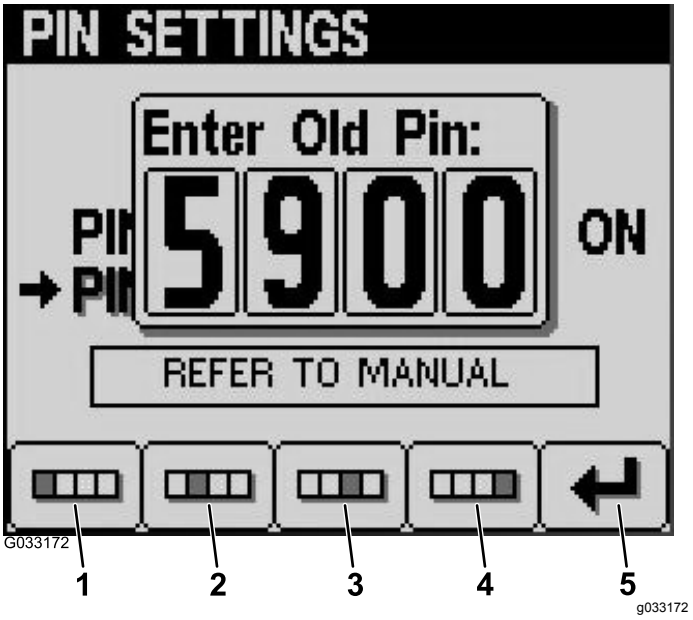

Figuur 24
6. Voer de oude code in door middel van knoppen 1 tot 4 en druk op knop 5 wanneer u de code ingevoerd hebt (Figuur 24).